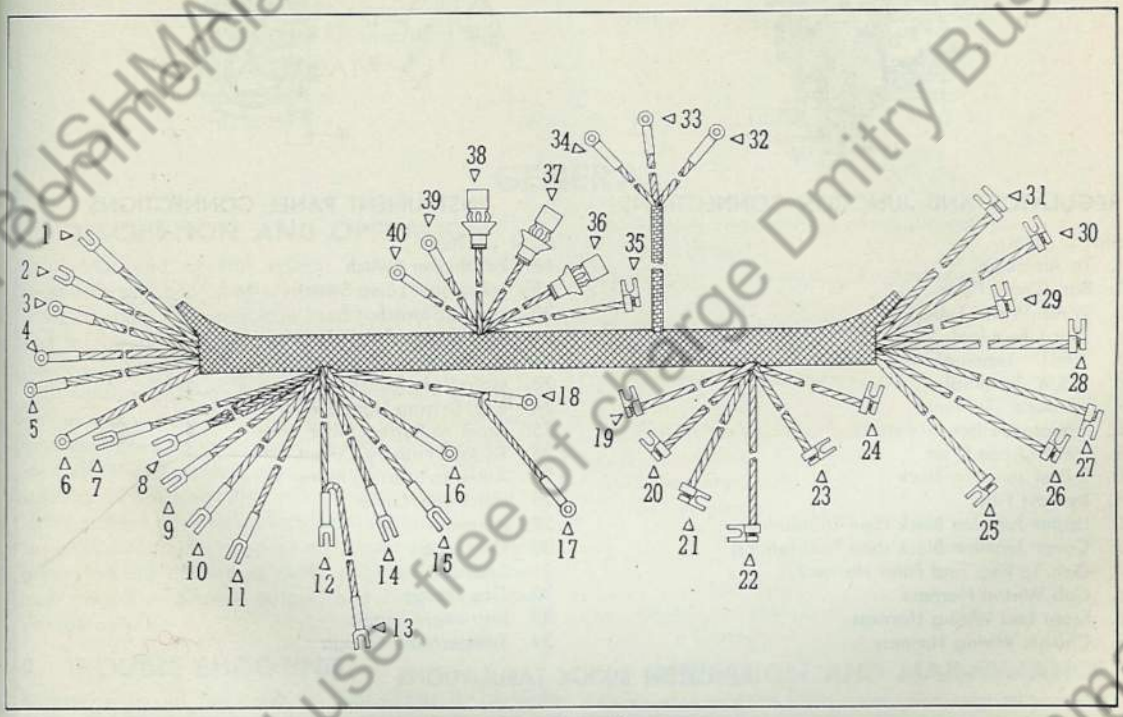

Fig. 7. Cab Wiring Harness
D. **Cab Wiring Harness** (Fig. 7)—Cab wiring harness extends from instrument panel unit, through dash, to dash junction blocks.